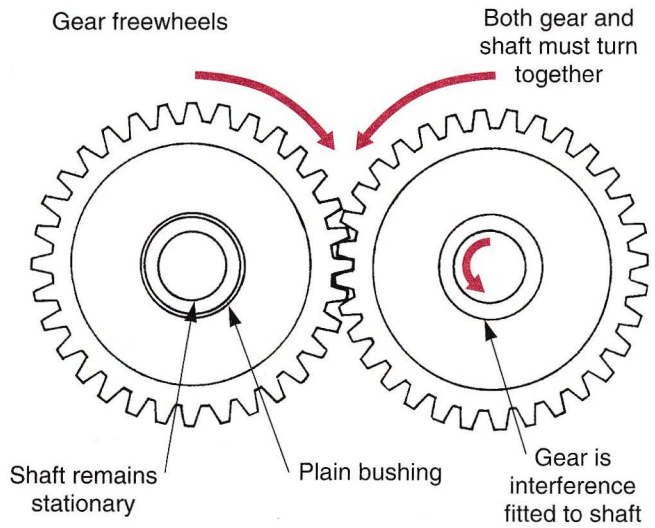

Figure 13-21. Each pair of gears in the transmission has one gear locked to the shaft. The other gear freewheels on the shaft until engaged.
- One gear may freewheel while the other gear is locked to the shaft, **Figure 13-21.**